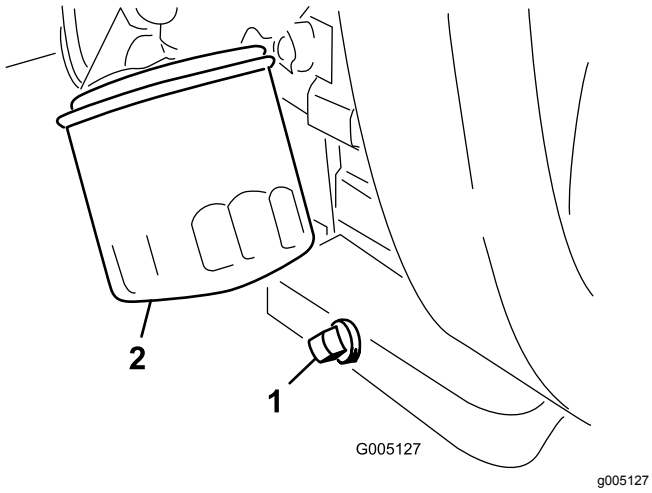

Figur 42
1. Fjern aftapningsproppen (Figur 42), og lad olien flyde over i aftapningsbeholderen.
2. Rengør gevindene på aftapningsproppen, påfør PTFE-forseglingsmiddel, og sæt aftapningsproppen på plads (Figur 42).
3. Fjern oliefilteret (Figur 42).